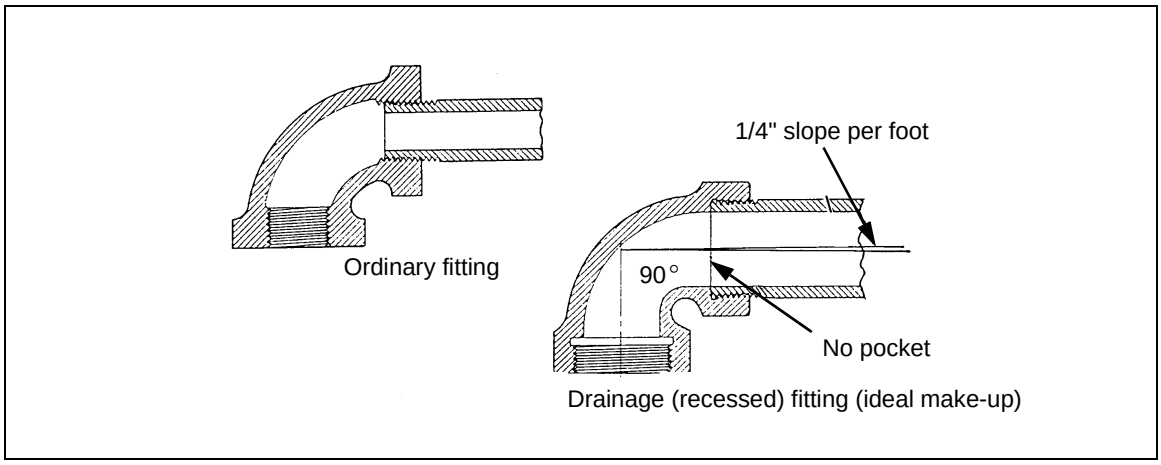

Figure 6-20. Ordinary and Drainage Pipe Fittings
6-48. Fittings *(Figure 6-20)* for this pipe are classified as either ordinary (standard) or drainage (recessed).
- **Drainage (recessed)**. Drainage fittings are used in waste systems. They have threads at a slight angle so that horizontal drainage pipe will slope about 1/4 inch per foot *(Figure 6-20, page 6-19)*. They range in size from 1 1/4 to 12 inches.